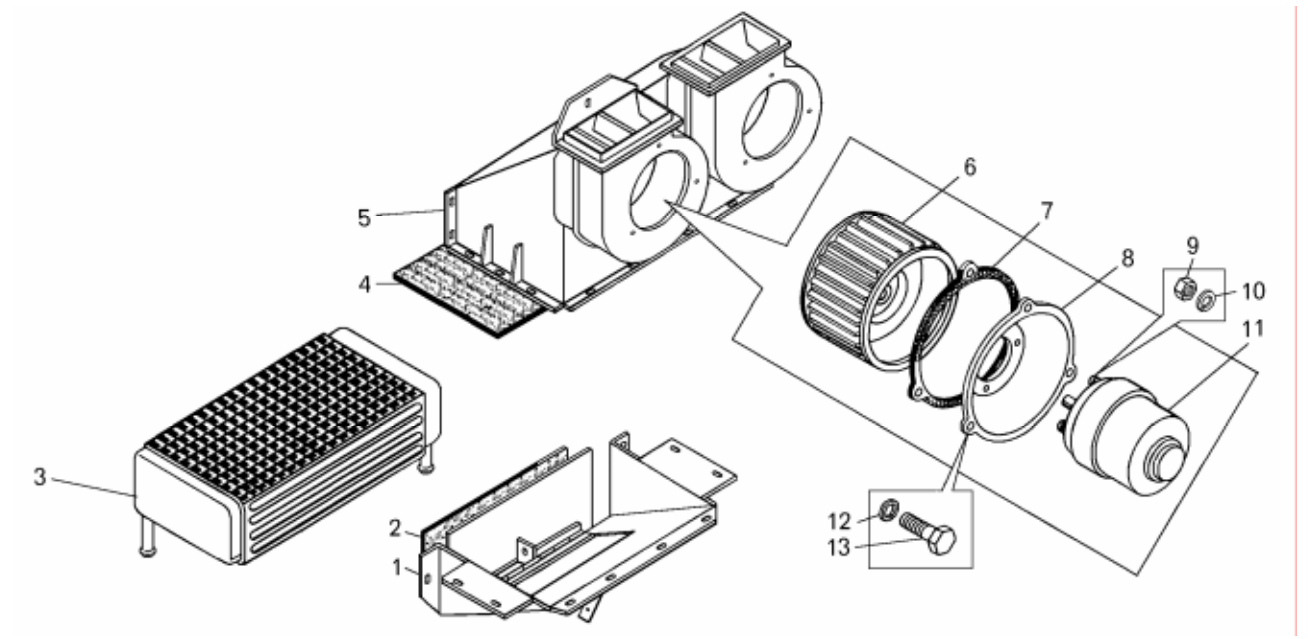

Рисунок 15.11 – Отопитель кабины:
– отвернуть болты 13 (рисунок 15.11) и извлечь из кожуха отопителя 5 электродвигатель 11 в сборе с ротором вентилятора 6;